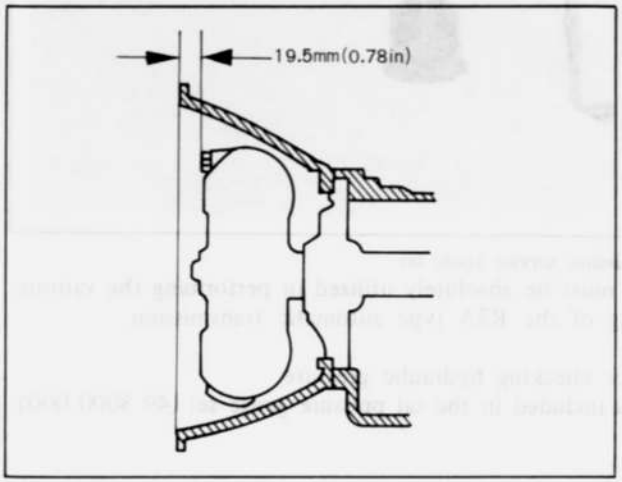

Fig. 7B–57 Checking torque converter fit
2. When combining the converter with oil pump, check whether they are rightly combined with each other by measuring the distance shown in Fig. 7B–57. The distance is approximately **19.5 mm (0.78 in)**. If there is great difference in the measurement, the converter should be rightly combined again.